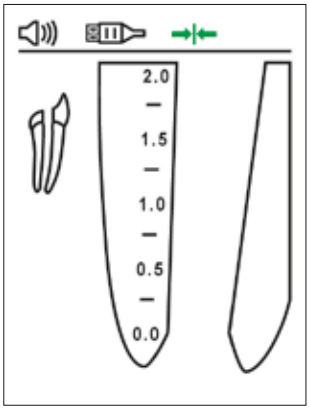

Imagen 4
- El símbolo de "conexión" debe aparecer en la barra de estado de la pantalla, lo que indica que la conexión es adecuada (imagen 4).